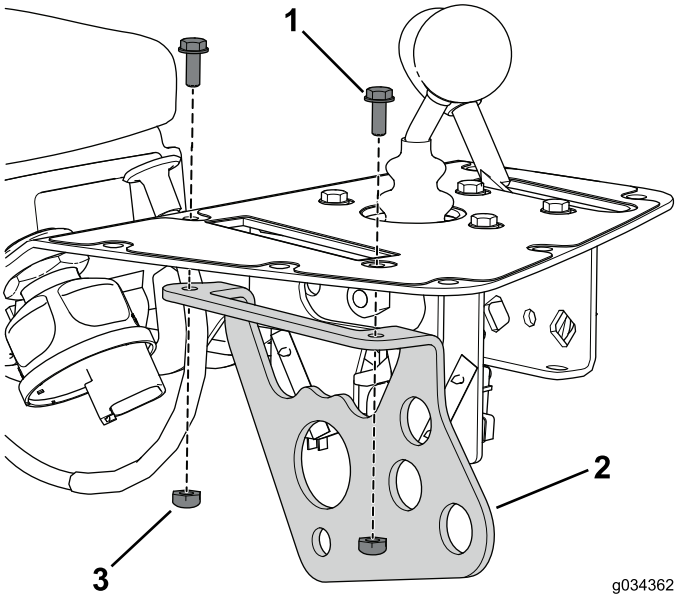

Figur 9
8. Ta bort och kassera de två skruvarna och muttrarna som fäster funktionsreglagets fäste vid konsolenheten (Figur 9).